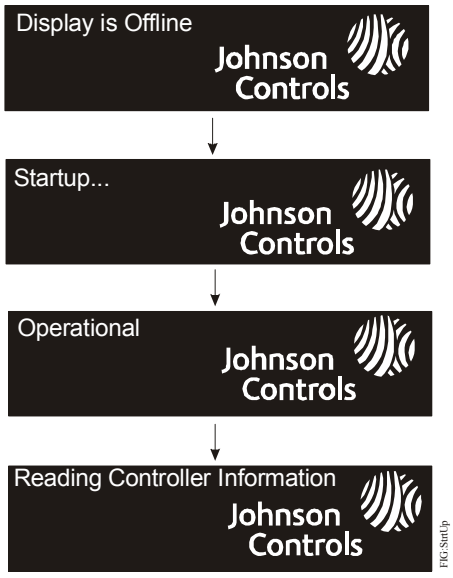
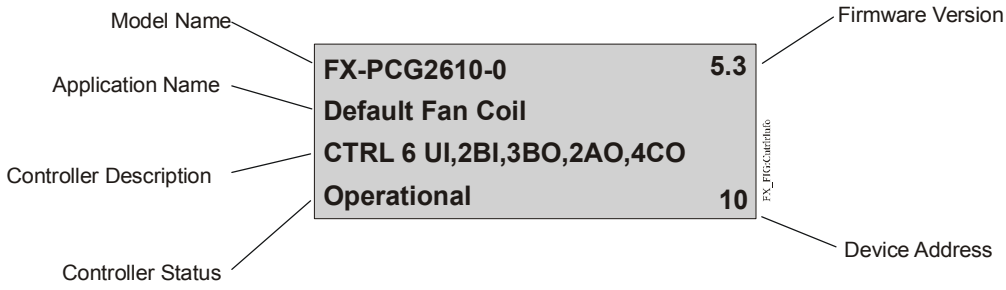
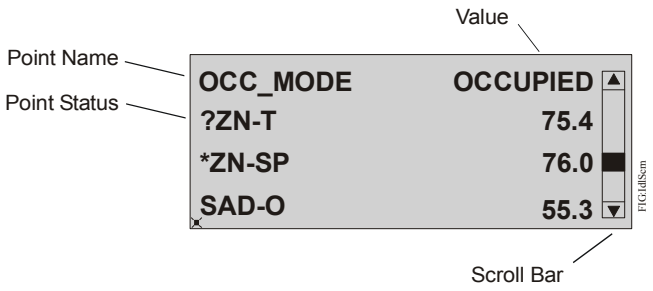

Figure 7: Diagnostic Pages That Appear During Startup
Figure 8: Controller Information Page - FX Example
Figure 9: Idle/Favorites Page
- Diagnostic Pages which provide status information during powerup. These pages also present four screens that feature the Johnson Controls® logo (Figure 7).
- Controller Information Page which displays information about the controller (Figure 8).
- Idle/Favorites Page which displays important values and frequently referenced input and output points (Figure 9).
When the controller is powered on, the screen sequences through four pages, as shown in Figure 7. If a problem is detected during startup, the screen indicates the error condition. If the controller is missing an application, the Johnson Controls screen remains showing with the message **Application Download Required**. If an application is present, the startup sequence completes and the Controller Information page appears (Figure 8).
The Controller Information page displays general information about the controller, such as the device name and firmware version (Figure 8). This page appears for about 8 seconds, then the Idle/Favorites Page appears (Figure 9). If the controller has not yet been commissioned by CCT, the display remains on the Controller Information page.
You can also access the information shown in Figure 8 in attribute view format by selecting Controller Information from the Main Menu. The information shown on the Controller Information page cannot be customized.
The Idle/Favorites page is the default view for the controller. It shows a user-defined, ordered list of data points selected from within the application running in the controller (Figure 9). Use CCT to specify which objects appear on this page.